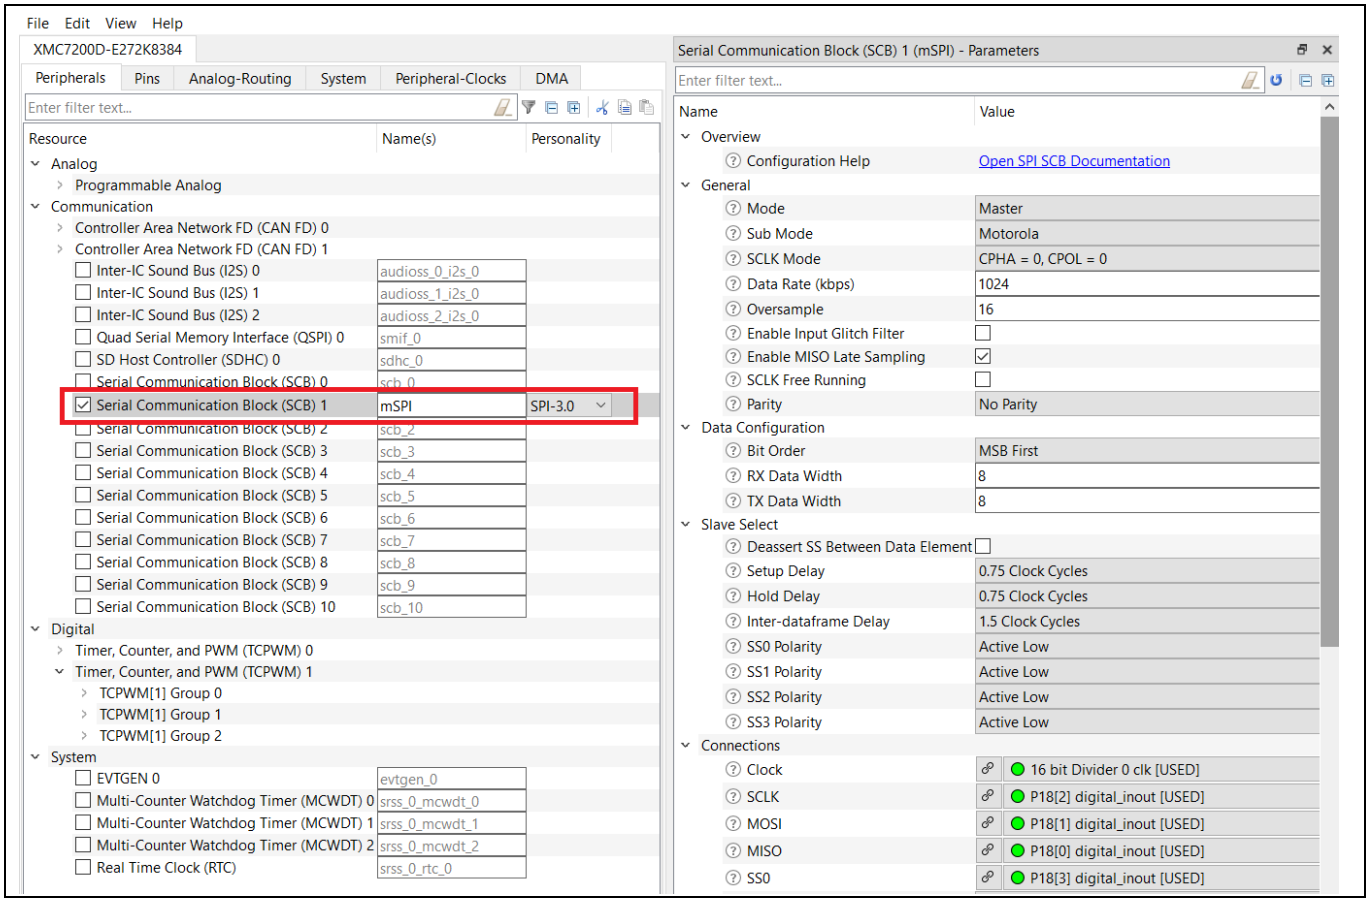

**Figure 7 SCB configuration in ModusToolbox™**
2. Configure SCB mode and channel, data rate and ports in the **Peripherals** tab of the Device Configurator as shown in Figure 7.